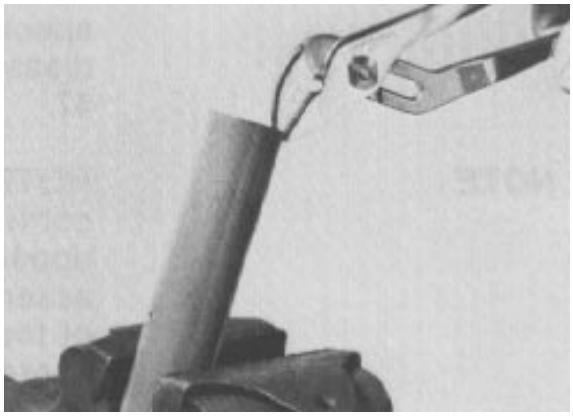

Figure 60
48. Inspect the bushing at the top of the cover & jacket for wear or damage. If bushing replacement is necessary. put the upper cover & jacket in a vise. Use a pliers or punch to straighten the crimped areas on the bushing end of the jacket tube (Fig. 60).